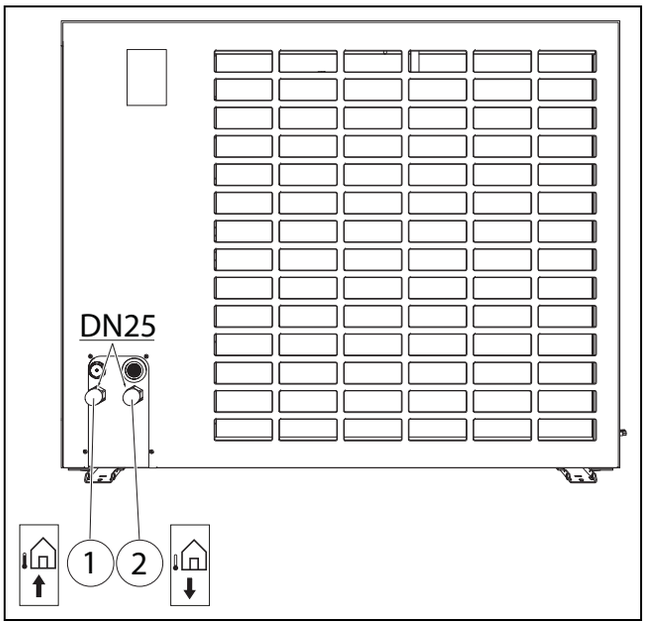

*Bild 37 Anschlüsse der Wärmeträgerrohre, Beschreibung gültig für alle Größen*
- Vorlaufleitung von der Inneneinheit an den Wärmeträgerausgang anschließen (→ [1], Abbildung 37).
- Rücklaufleitung von der Inneneinheit an den Wärmeträgereingang anschließen (→ [2], Abbildung 37).